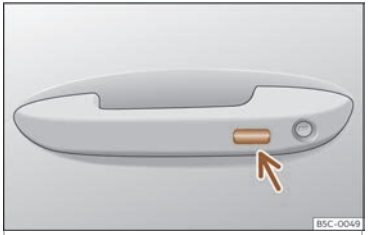

Fig. 91 Maneta de la porta:superfície sensora.
- **O BÉ** mitjançant el sistema Keyless Access (només tancament): Mantingueu un dit durant uns segons sobre la superfície sensora de bloqueig››› **fig. 91** (fletxa) de la maneta de la porta perquè es tanquin les finestretes i el sostre. Si es deixa de tocar la superfície sensora s'interromp la funció de tancament.
- Mantingueu un dit durant uns segons sobre la superfície sensora de bloqueig ››› **fig. 91** (fletxa) de la maneta de la porta perquè es tanqui el sostre. Si es deixa de tocar la superfície sensora s'interromp la funció de tancament.